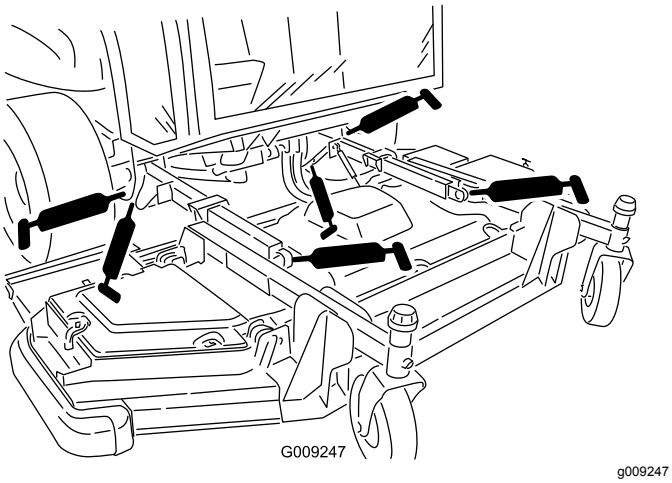

**Figur 90**
- 2 løftearmens bøsninger (Figur 90)
- 2 kugleled til løftearme (Figur 90)
- 2 drejetapper, frontskjoldets løftecylindere (Figur 90)